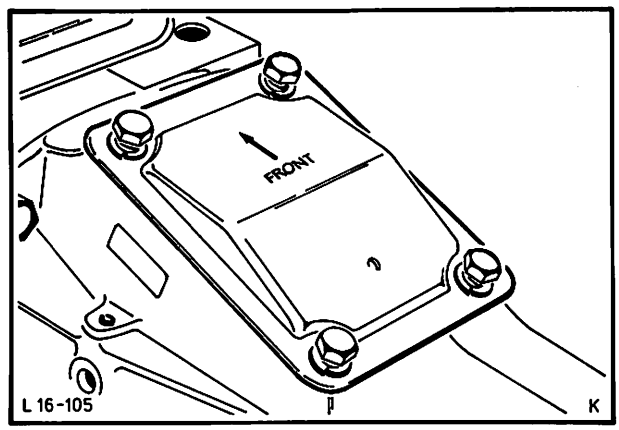

Abb. 127 Deckel – Getriebeverlängerung anbauen
63. Deckel – Getriebeverlängerung mit neuer Dichtung anbauen, Abb. 127. Ölablaßschraube einschrauben.